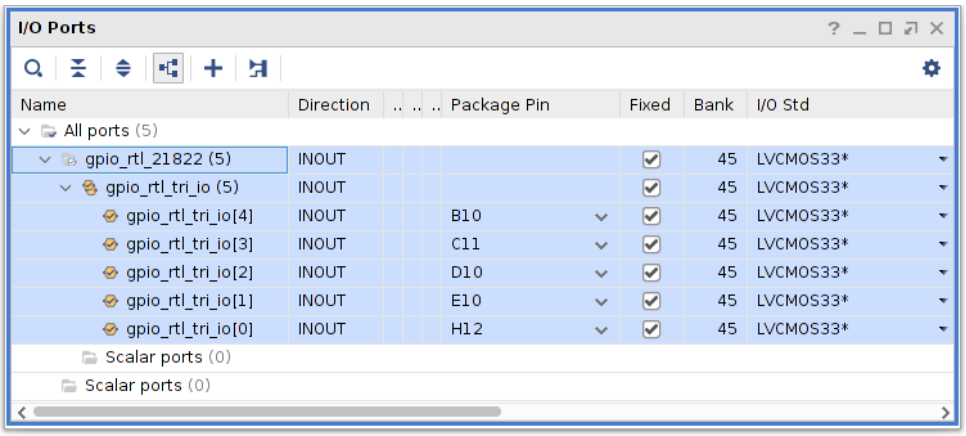

Figure 11: I/O Planning
3. Navigate to **I/O Ports** tab. Assign the ports to appropriate package pins like figure 11. Also make sure to choose **LVCMOS33** as **I/O Std** for all ports.